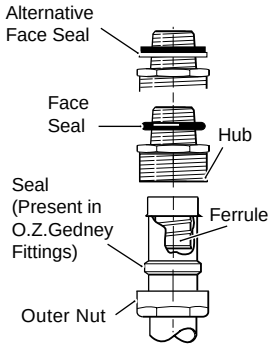

Fig. 5.6 Conduit Adapters
5.3.2 Conduit Adapters (N. American – 0.5 in.) – Fig. 5.6
...5.3.2 Conduit Adapters (N. American – 0.5 in.) – Fig. 5.6